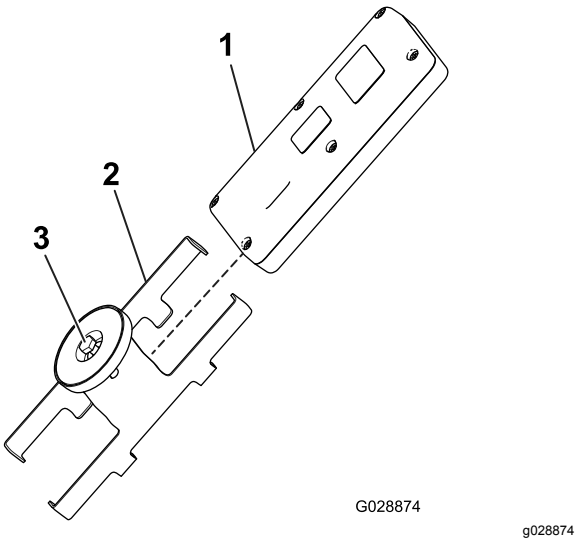

Rysunek 19
5. Załóż pilot zdalnego sterowania na uchwyt magnetyczny, dosuń połówki pilota do siebie, a następnie dokręć śrubę w magnesie (Rysunek 19).